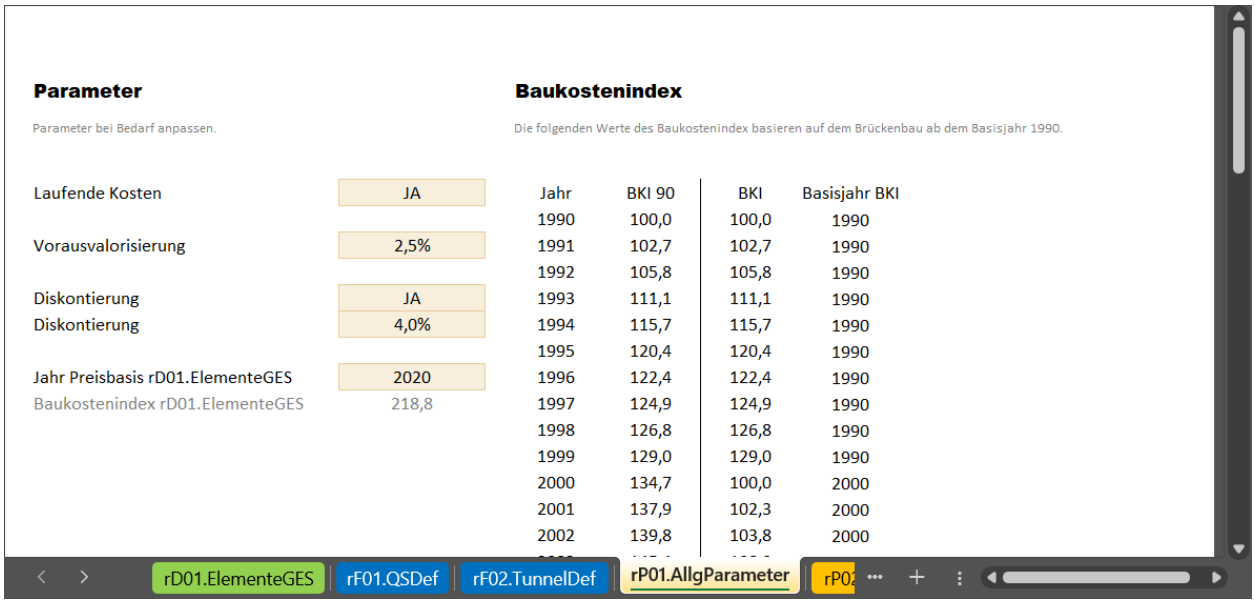

Abbildung 0.8: Hier in gelb schattierte Zellen können angepasst werden.
Schritt 4 (optional): Wer mit der Voreinstellung *laufende Kosten: JA*, *Vorausvalorisierung: 2,5%*, *Diskontierung: JA; 4,0%* und einem *LCC-Zeitraum* von *150 Jahren* nicht rechnen möchte, kann im Tabellenblatt *rP01.AllgParameter* Anpassungen vornehmen, siehe Abbildung 0.8. Sie können in diesem Tabellenblatt auch die Baukostenindexwerte für den Brückenbau für weitere Jahre ergänzen (nicht zu verwechseln mit dem Baupreisindex).